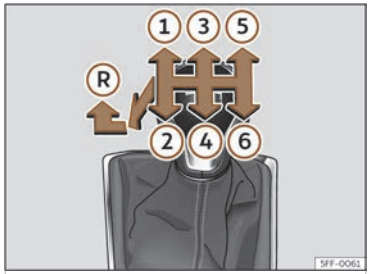

Fig. 125 Diagram of a 6-speed manual gearbox.
Gear positions are indicated on the gear lever ››› **Fig. 125**.
- With the gear lever in neutral, push it down, move it all the way to the left and then forwards to select reverse gear ››› **Fig. 125** Ⓡ.